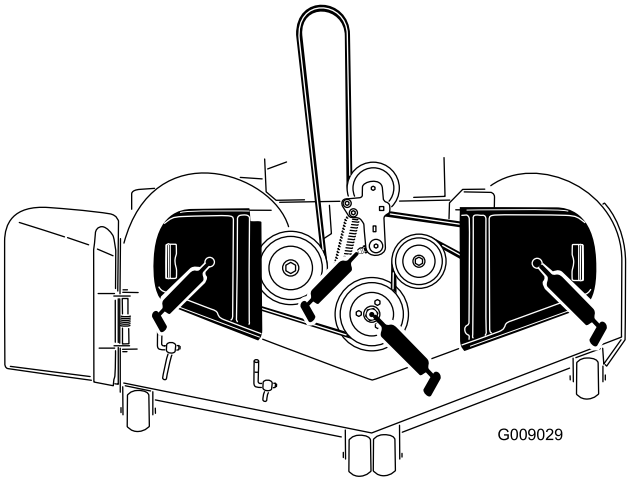

**Figure 38**
3. Grease the mower deck idler pulley pivot until grease come out the bottom (Figure 38).
4. Grease the 3 spindle bearings until grease comes out the lower seals (Figure 38).
5. Grease the drive belt idler arm (Figure 38).